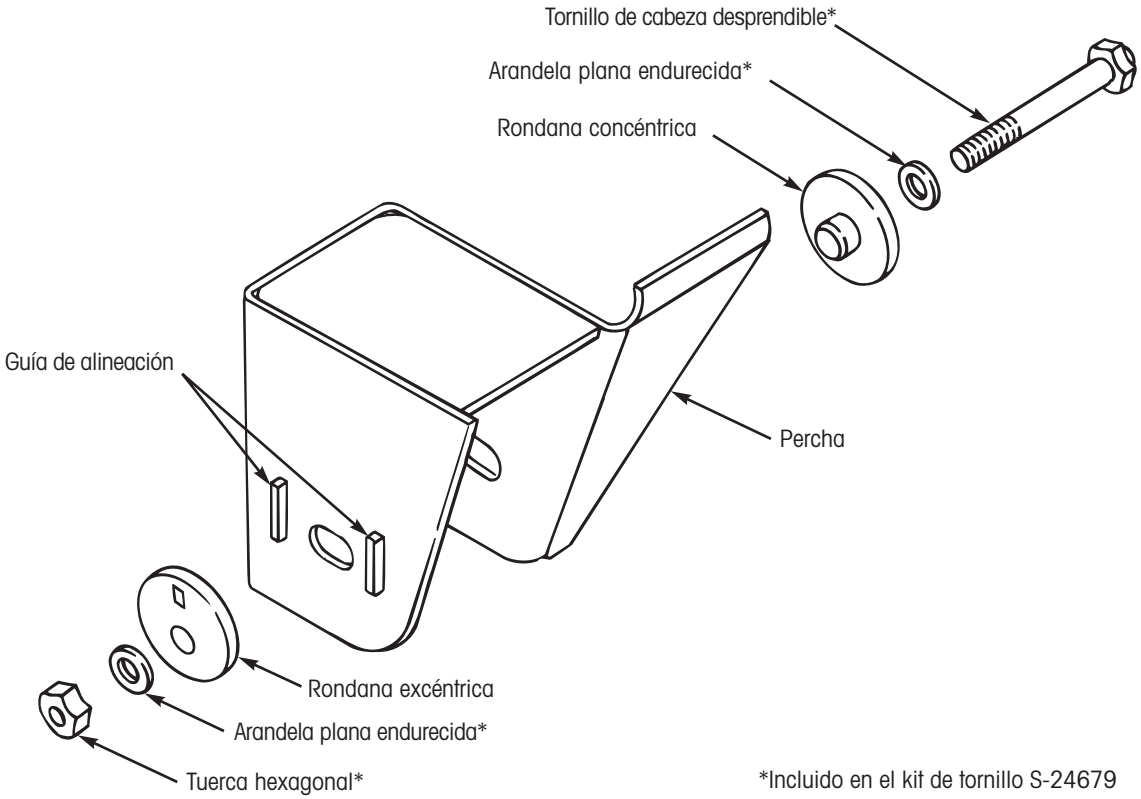

Figura 24. Instalando la viga en la percha
2. Baje el buje TRI-FUNCIONAL® de la viga en la percha. También instale los espaciadores del tubo del buje en este momento (Figura 24).
4. Por el lado interno del remolque, inserte el tornillo pivote a través de la percha (hacia las llantas) (Figura 24).